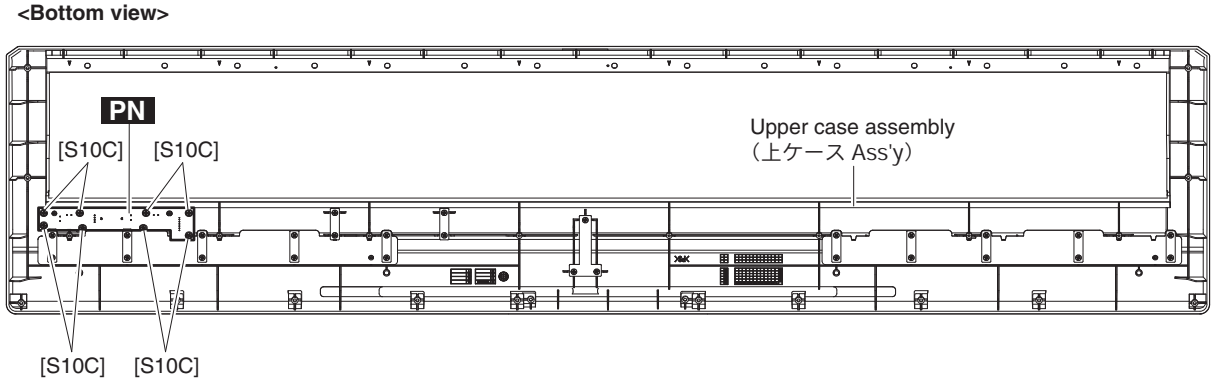

Fig. B-6（図 B-6）
B-6-4 Remove the eight (8) screws marked [S10C]. The PN circuit board can then be removed. (Fig. B-6)
B-6-4 ［S10C］のネジ 8 本を外し、PN シートを外します。（図 B-6）